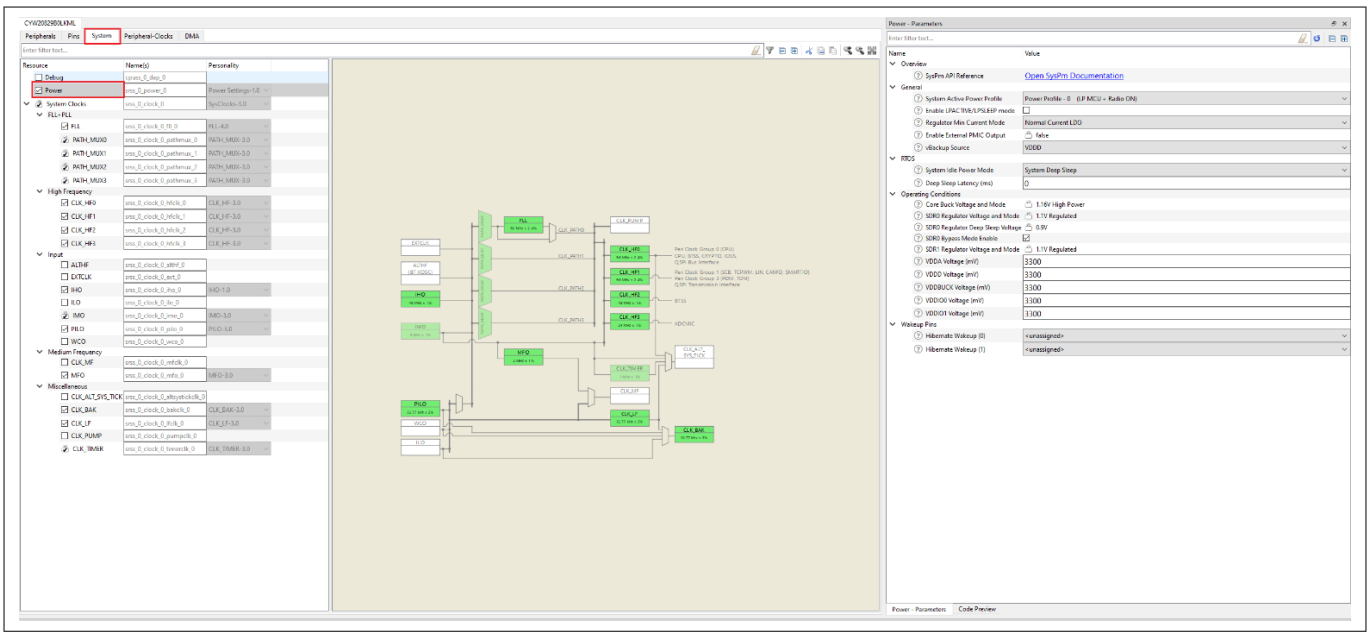

図 5　　CYW20829 の電力モードの選択
4. システムの下の電力サブセクションを選択して、図 5 に示すように、CYW20829 で使用可能な設定可能な電力パラメータを表示します